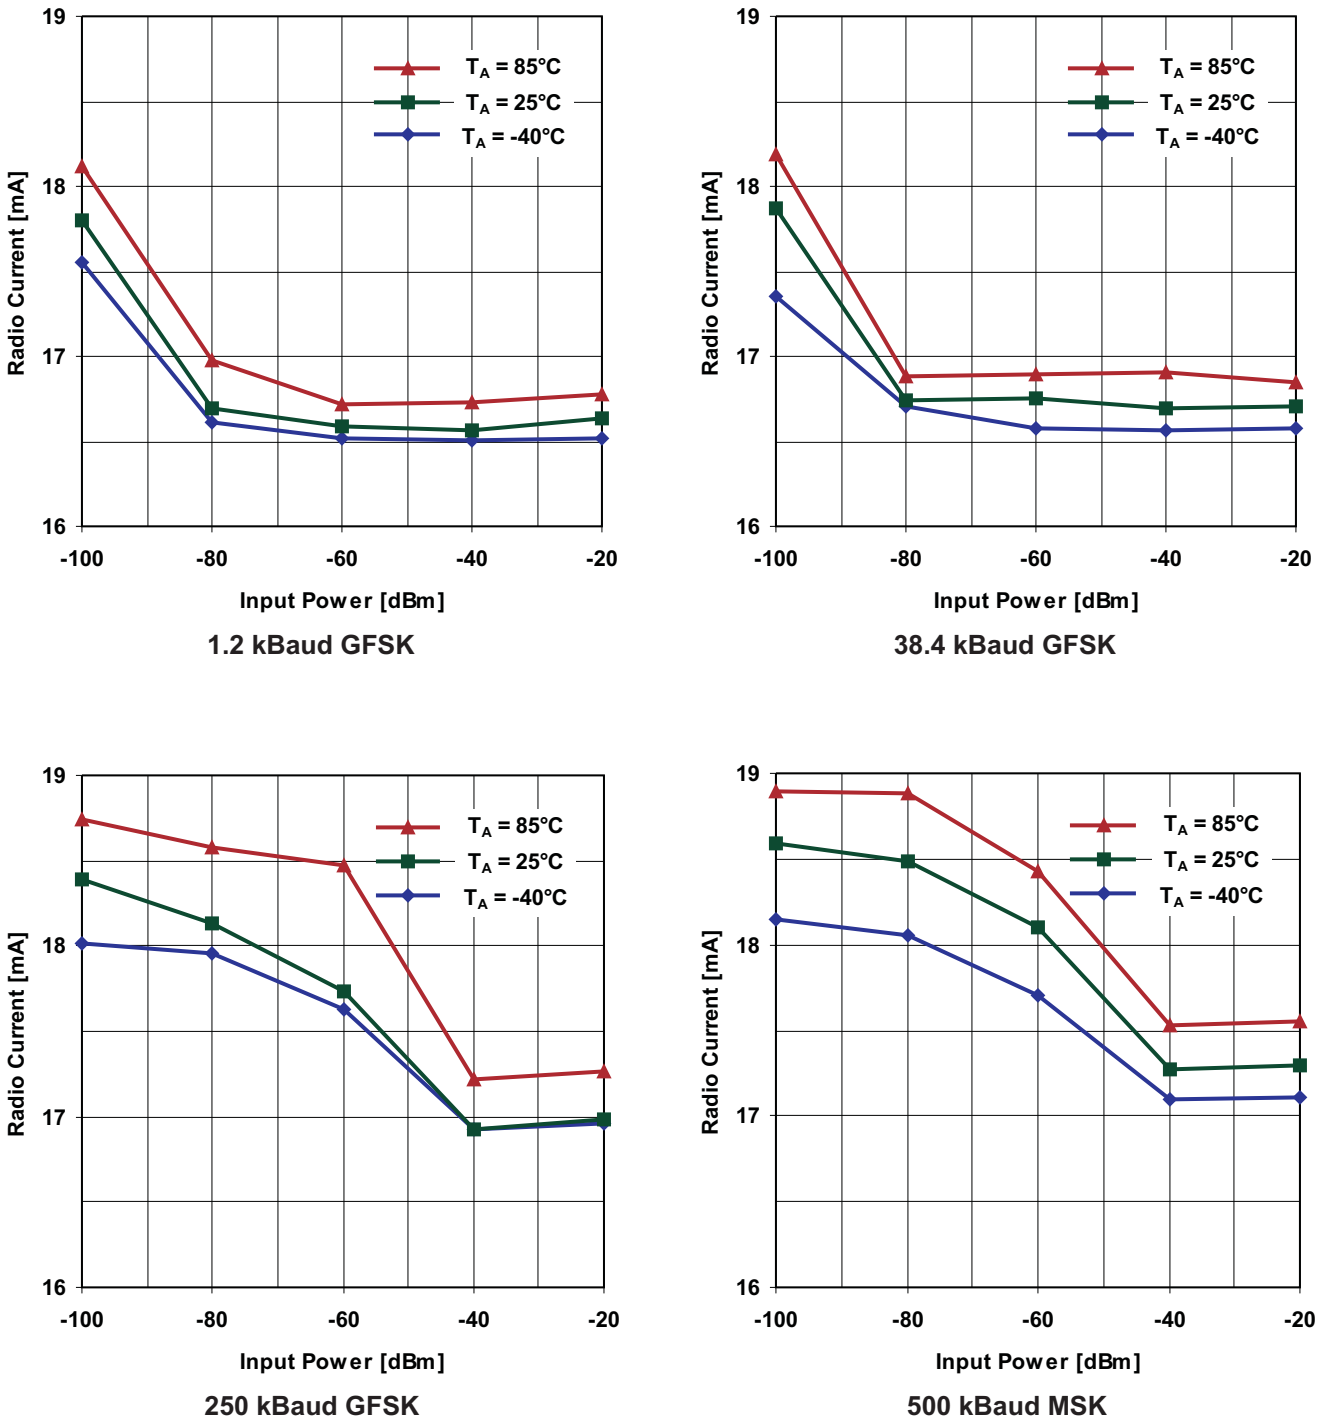

Figure 23. Typical RX Current Consumption Over Temperature and Input Power Level, 868 MHz, Sensitivity-Optimized Setting
(1) All measurement results are obtained using the EM430F6137RF900 with BOM according to tested frequency range (see Table 49).
(2) Reduced current setting (MDMCFG2.DEM_DCFILT_OFF = 1) gives a slightly lower current consumption at the cost of a reduction in sensitivity. See tables "RF Receive" for additional details on current consumption and sensitivity.
(3) For 868 or 915 MHz, see Figure 23 for current consumption with register settings optimized for sensitivity.